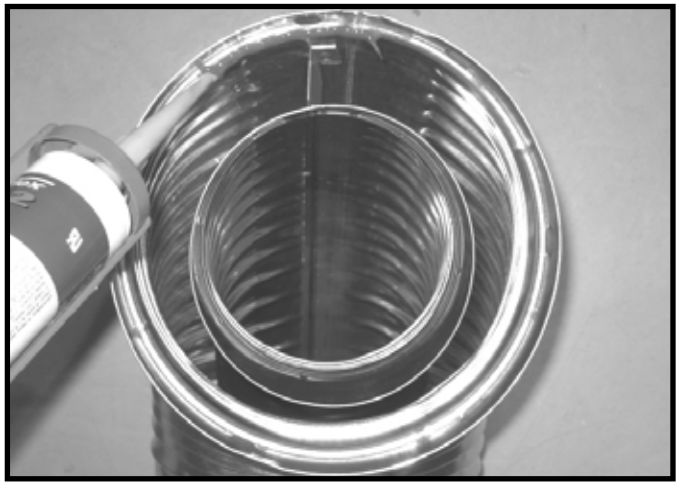

**Figure 7.1 High Temperature Silicone Sealant**
- Apply a bead of silicone sealant (300 ºF minimum continuous exposure rating) inside the female outer pipe joint prior to joining sections. See Figure 7.1 **OR**